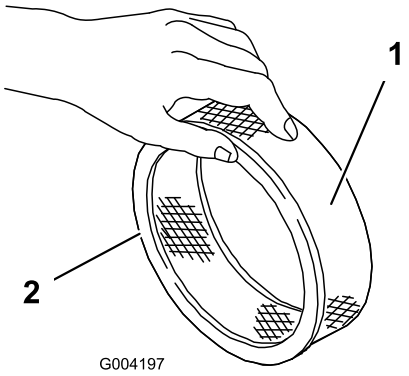

**Figur 46**
5. Undersøk om papirfilteret har skader, et oljet belegg eller om gummitetningen er skadet (Figur 46).
1. Skyv skumforfilteret forsiktig på papirfilteret (Figur 46).